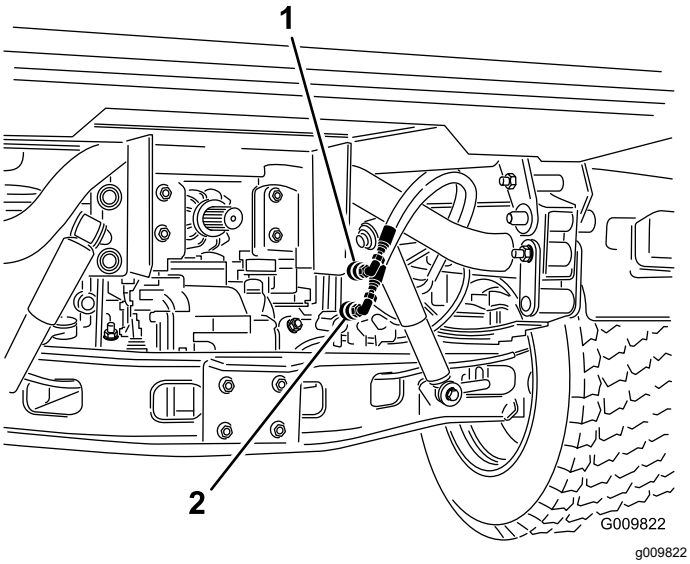

Figur 71
2. På begge maskiner: Kobl de to lynkoblingsslanger fra slangerne, der er fastgjort på koblingsholderen (Figur 71).